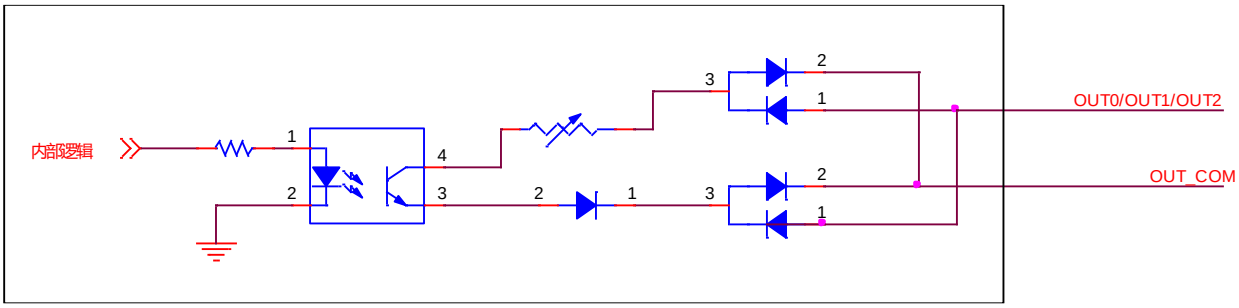

图5-15 I/O 输出接线
- I/O 接口的输出为开路输出：（接入电压 5~30V，电流不能超过 200mA，如图 5-15 所示。